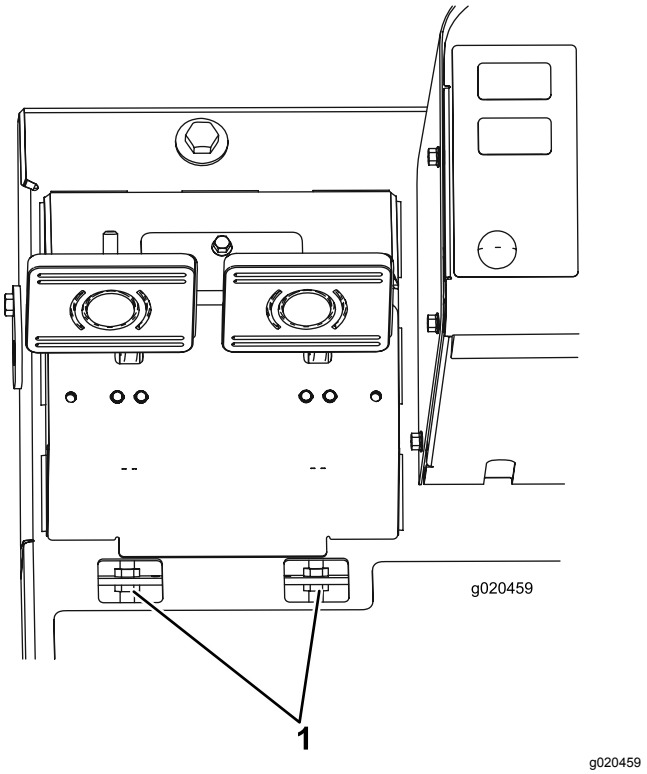

Figuur 92
B. Draai de voorste moer op het draadeinde van de remkabel los (Figuur 92).